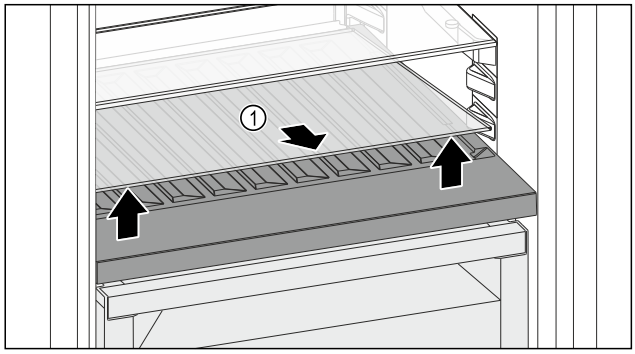

Fig. 164
▶ Soulever la plaque de verre *Fig. 164 (1)* au niveau de l'évidement avant et la retirer.
▶ Entreposer la plaque de verre *Fig. 164 (1)* dans un endroit sûr hors de l'appareil.